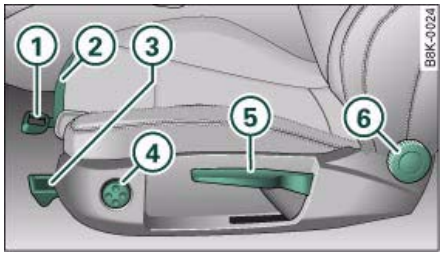

Fig. 75 Adjuster controls on driver's seat
– Lift the lever (1) ⇒ fig. 75 and move the seat to the desired position.
– Then release the lever (1) and move the seat further until the catch engages.
– Pull the lever (3) ⇒ fig. 75 up or down repeatedly (i.e. pump the lever).
– Pull the lever (5) ⇒ *page 73,* fig. 75 up or down repeatedly (i.e. pump the lever).
– Turn the adjuster wheel (6) ⇒ *page 73,* fig. 75 to set the angle of the backrest as required.